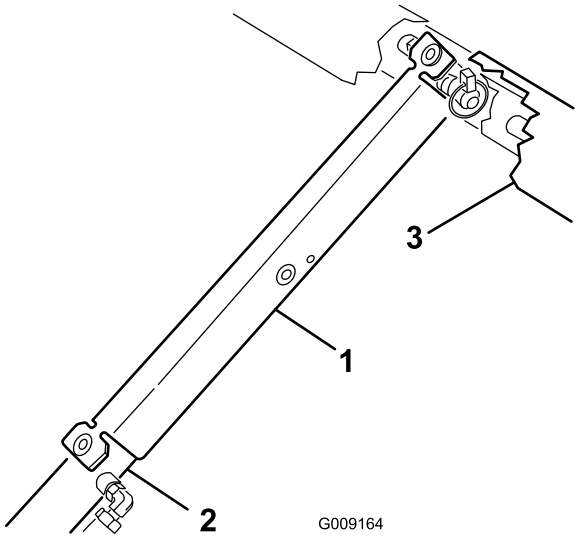

Figuur 29
3. Druk de laadbakbeveiliging op de cilinderstang, waarbij u ervoor moet zorgen dat de beide uiteinden van de laadbakbeveiliging rusten op het uiteinde van de cilinderbus en het uiteinde van de cilinderstang (Figuur 29).